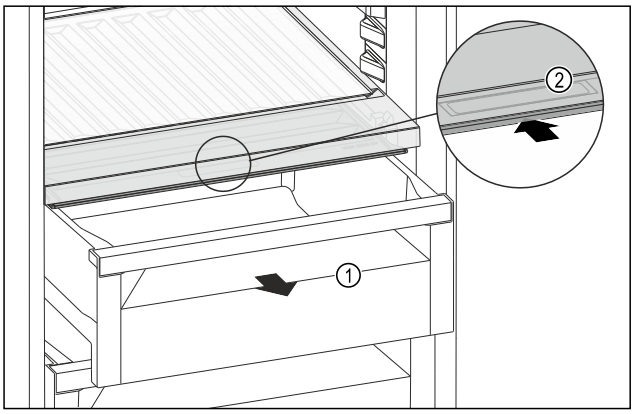

Fig. 141
▶ Schubfach *Fig. 141 (1)* herausziehen.
▶ Griffmulde *Fig. 141 (2)* am Fachdeckel anfassen und Fachdeckel gleichzeitig nach hinten schieben.